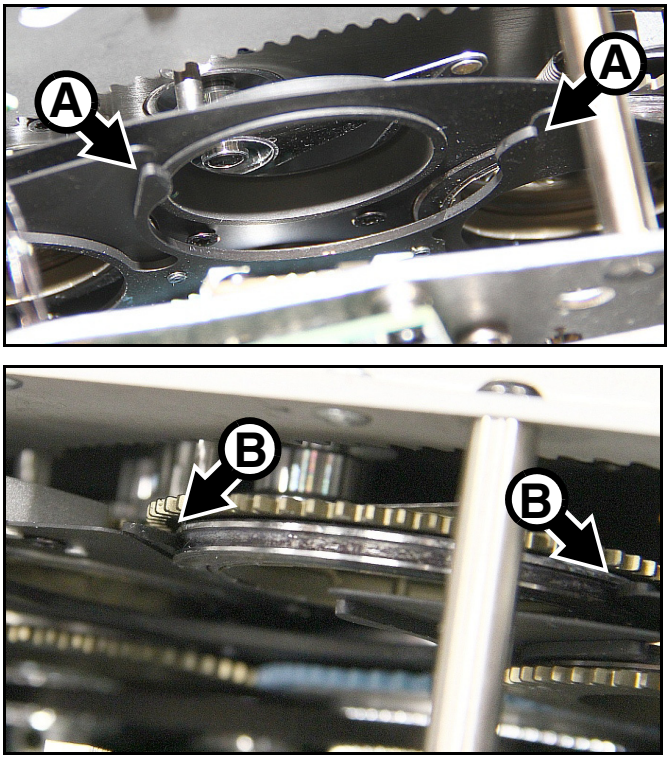

Figure 13 : Clip du porte-gobo et gorge correspondante sur le porte-gobo
Voir Figure 13. Les porte-gobos sont maintenus en position sur les deux roues de gobos par des clips. Lorsque vous installez un gobo sur une roue, assurez-vous que les machoires **A** s'engagent dans les gorges du porte-gobo des deux côtés comme indiqué en **B**.
5. Les porte-gobos sont maintenus en place par des clips (voir Figure 13 en page 25). Lors du remontage du porte-gobo, assurez-vous que les mâchoires du clip s'engagent dans la gorge de chaque côté du porte-gobo.